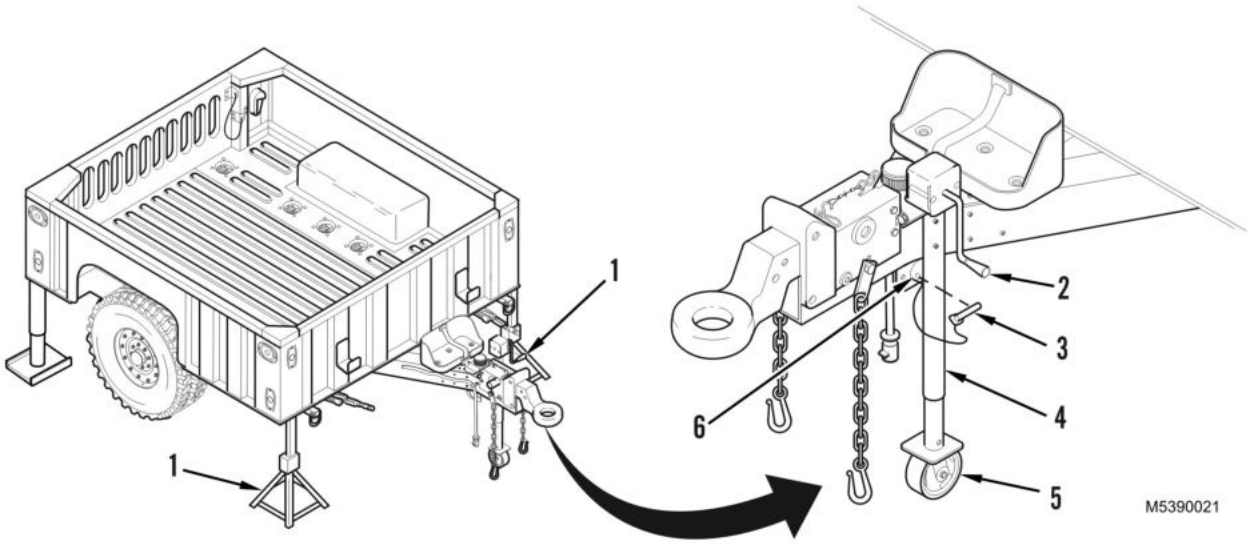

Figure 1. Front Support Leg Removal.
1. Place a jack stand (Figure 1, Item 1) under each front trailer corner.
2. Using front support leg handle (Figure 1, Item 2), lower trailer onto jack stands (Figure 1, Item 1) and continue retracting support leg until wheel (Figure 1, Item 5) is off ground.
3. Remove self-tapping screw (Figure 1, Item 6) from pivot of front support leg (Figure 1, Item 4) and remove pin assembly (Figure 1, Item 3) and front support leg from frame. Discard self-tapping screw.